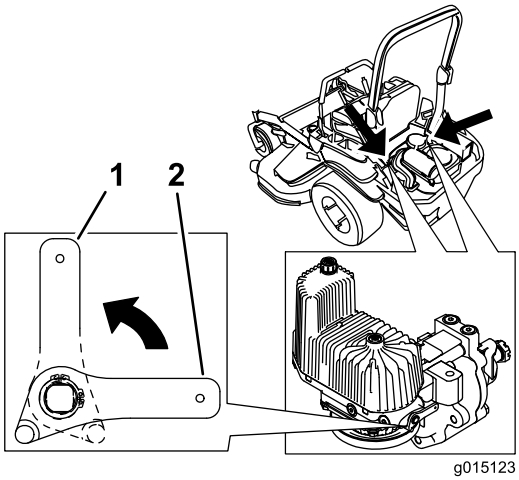

Figure 34
2. Tournez les leviers des vannes de déblocage en position verticale pour pousser la machine. Cela permet à l'huile hydraulique de contourner la pompe et aux roues de tourner (Figure 34).
4. Tournez les leviers des vannes de déblocage en position horizontale pour utiliser la machine (Figure 34).